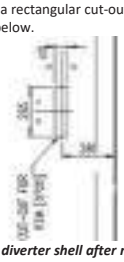

Fig.2 – cut-out left in diverter shell after removing existing seal air flange 13-0720
c. Using oxy-acetylene cutting equipment (if allowed at site), or otherwise a grinder, cut off the existing seal air flange from the diverter shell and grind the welds off flush with the surface of the shell. This will leave a rectangular cut-out in the shell approximately 70mm wide x 265mm high as shown in Fig.2. below.